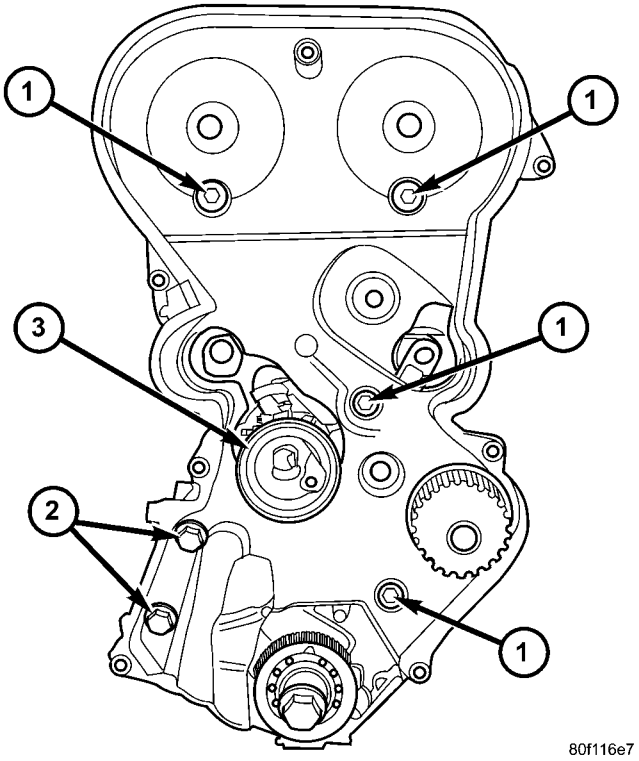
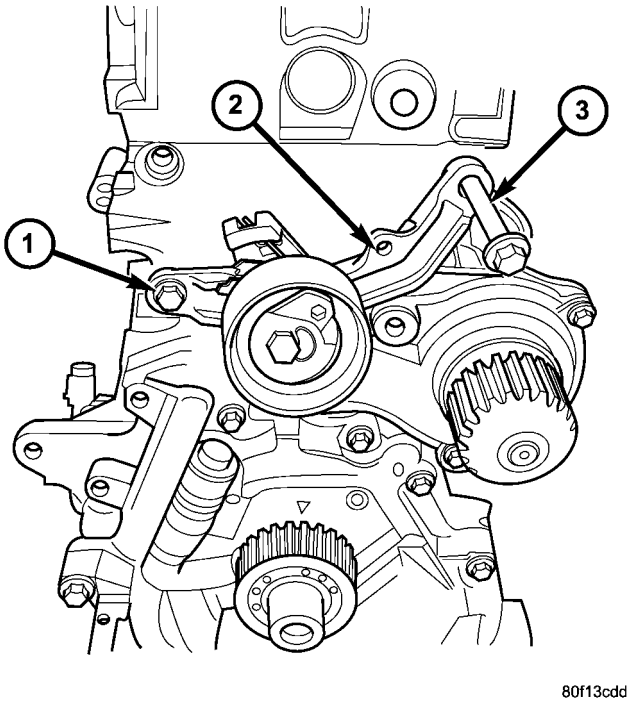

Fig. 132 Rear Timing Belt Cover Fasteners
Fig. 133 Timing Belt Tensioner/Bracket Assembly
(4) Remove rear timing belt cover fasteners and remove cover from engine (Fig. 132).
(5) Remove lower bolt attaching timing belt tensioner assembly to engine and remove tensioner **as an assembly** (Fig. 133).
(1) Align timing belt tensioner assembly to engine and install lower mounting bolt **but do not tighten** (Fig. 133). To properly align tensioner assembly—install one of the engine bracket mounting bolts (M10) 5 to 7 turns into the tensioner's upper mounting location (Fig. 133).
(2) Torque the tensioner's lower mounting bolt to 61 N·m (45 ft. lbs.). Remove the upper bolt used for tensioner alignment.
(3) Install rear timing belt cover and fasteners. Torque fasteners to values specified in (Fig. 132).